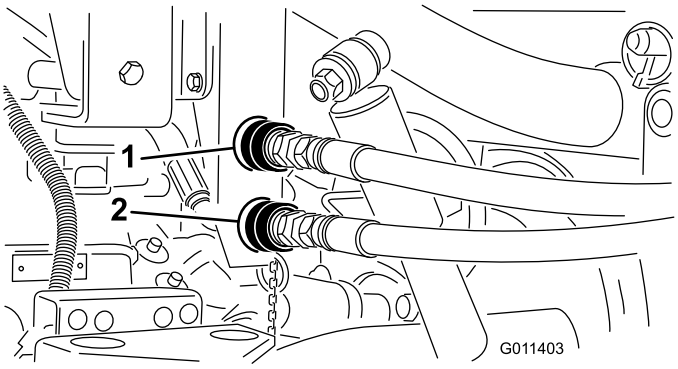

Figur 17
3. Rens snavs fra TopDresserens lynkoblinger (Figur 17) inden tilslutning. Snavsede koblinger kan medføre forurening af systemet. Efter rengøring skal du montere begge lynkoblinger på Workman. Slangerne er markeret ”A” og ”B”. Tilpas dem til lynkoblingerne, når de monteres. Sørg for, at begge lynkoblinger er helt tilkoblet.
Bemærk: De koblinger, der vises i Figur 17 er fra køretøjer med serienumre før 239999999.